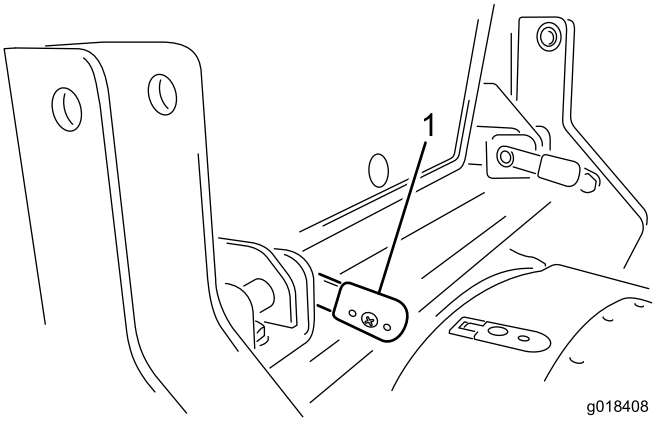

Figuur 17
4. Als de hendels volledig op hun plaats zitten, draait u ze achteruit om ze te borgen (Figuur 17).